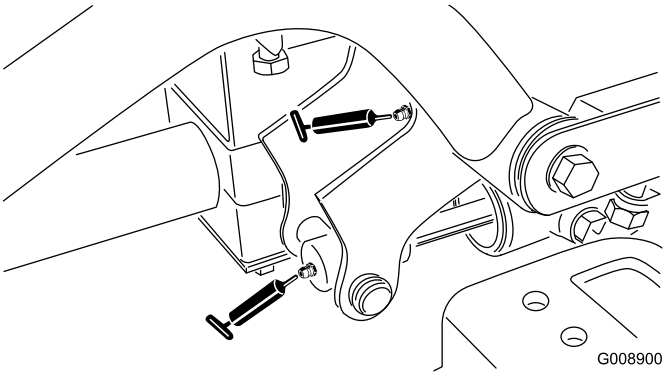

Figuur 56
- Draaipunt van voorste hefarm rechts en hefcilinder (2) (Figuur 56)